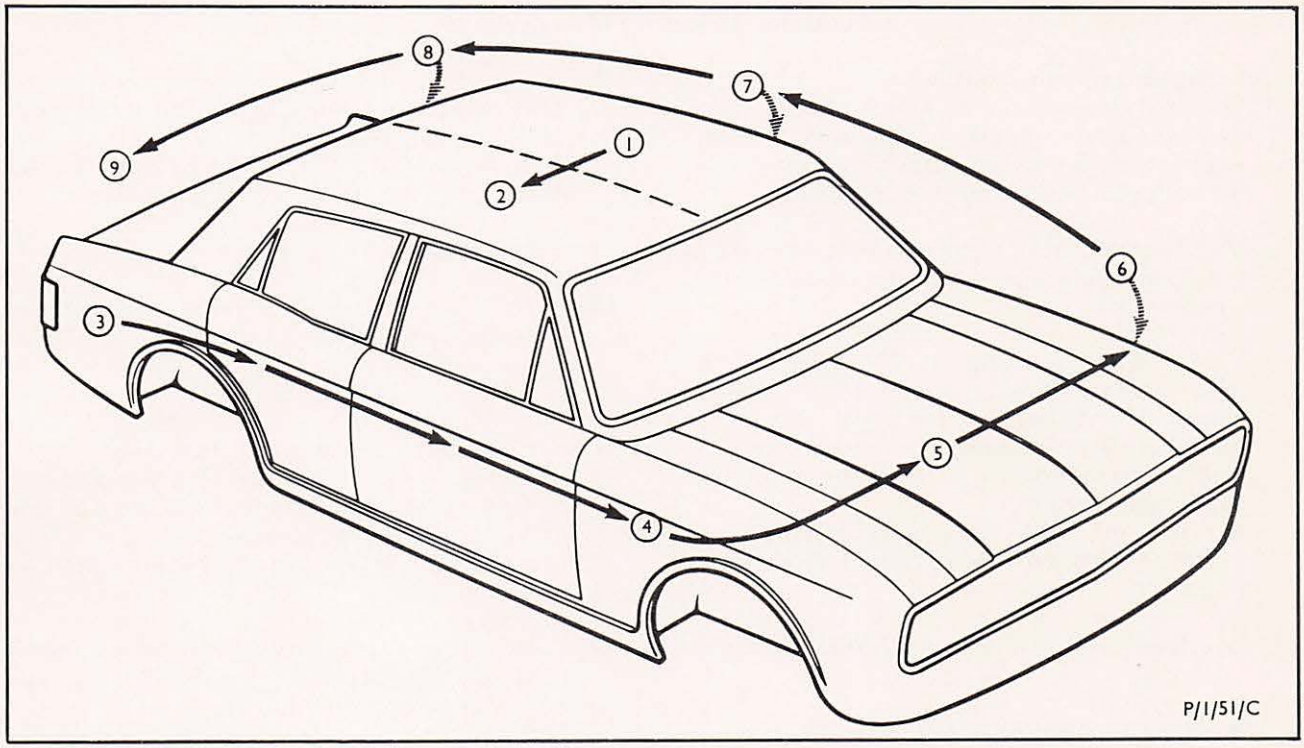

Abb. 17 Spritzplan-Schema
E. **Vorschlag eines Spritzplanes (Abb. 17)**